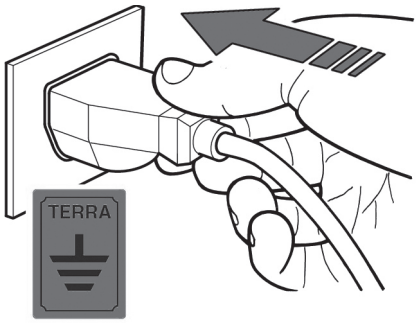

fig. 10
- E' obbligatorio che l'apparecchiatura completa sia collegata adeguatamente ad una efficiente presa a terra (fig.10).
2) Inserire la spina di alimentazione sulla presa fornita dal cliente (fig.10) assicurandosi che la stessa disponga del contatto di terra e che non ci siano prese multiple connesse .